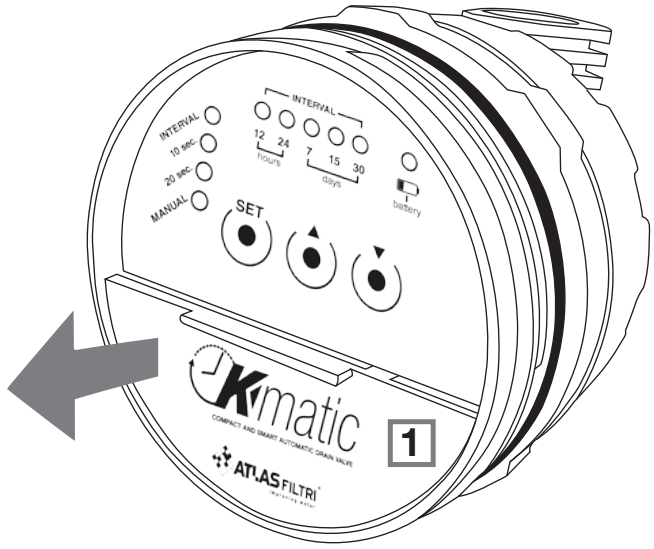

figure 1
- Ouvrir le compartiment des piles (1) en retirant le couvercle situé dans la moitié inférieure de l'avant du programmateur (**figure 1**)